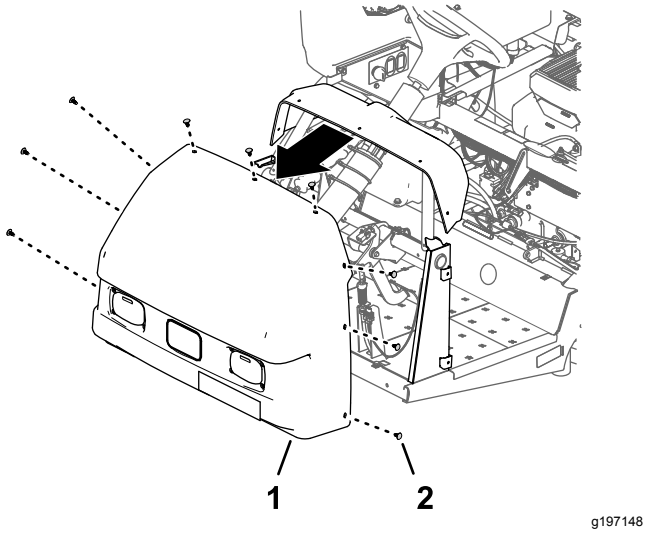

Figur 13
2. Afmonter de 9 skubbefastgørelsesanordninger, der fastgør motorhjelmen til instrumentbrættet og maskinens stel (Figur 13).
3. Tag motorhjelmen af maskinen (Figur 13).